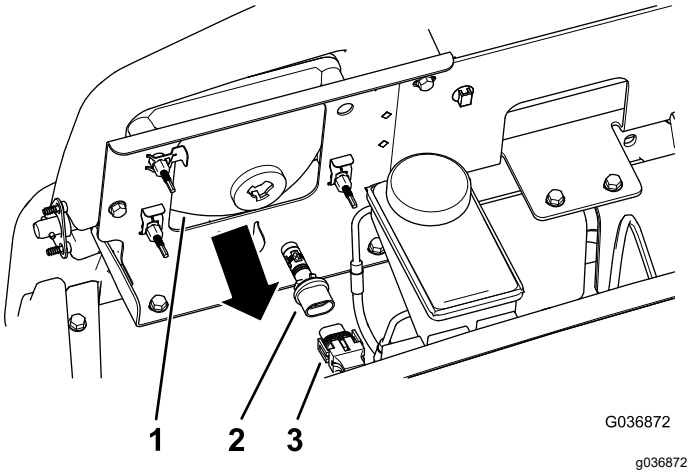

**Figura 52**
3. Desconecte el conector eléctrico del arnés de cables del conector de la lámpara, en la parte trasera de la carcasa del faro (Figura 52).
4. Retire el conjunto de la lámpara girándola ¼ de vuelta en sentido antihorario y desplazándola hacia atrás (Figura 52).
5. Instale el conjunto de lámpara nueva y la carcasa del faro y alinee las pestañas del conjunto de la lámpara con las ranuras de la carcasa del faro (Figura 52).
6. Sujete el conjunto de la lámpara girándola ¼ de vuelta en sentido antihorario (Figura 52).
7. Conecte el conector eléctrico del arnés de cables al conector del conjunto de la lámpara nueva (Figura 52).